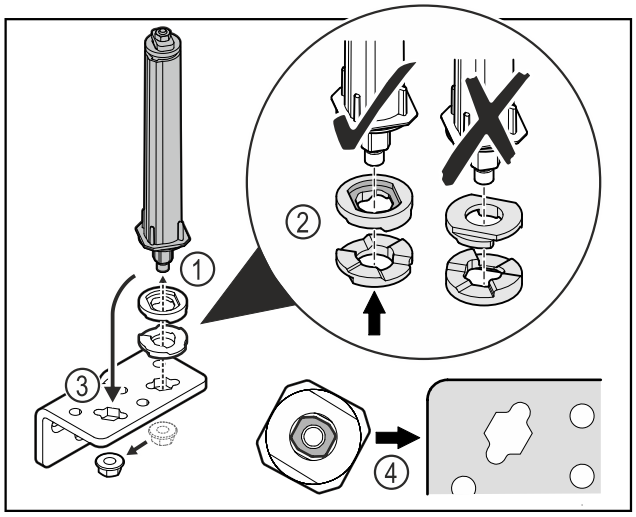

Fig. 31
- ▶ Отпустите гайку и демонтируйте систему закрытия двери *Fig. 31 (1)*.
- ▶ Учитывайте правильность выравнивания шайб для регулировки высоты *Fig. 31 (2)*.
- ▶ Переставьте систему закрытия двери в шарнирном уголке и зафиксируйте гайкой *Fig. 31 (3)*.
- ▶ При установке учитывайте правильность выравнивания системы закрытия двери *Fig. 31 (4)*.